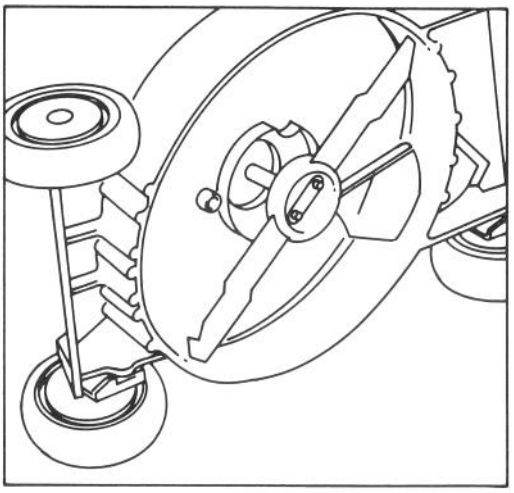

Figure 16
2. Tip mower on its right side (Fig. 16). Avoid rotating blade because starting problems may result.